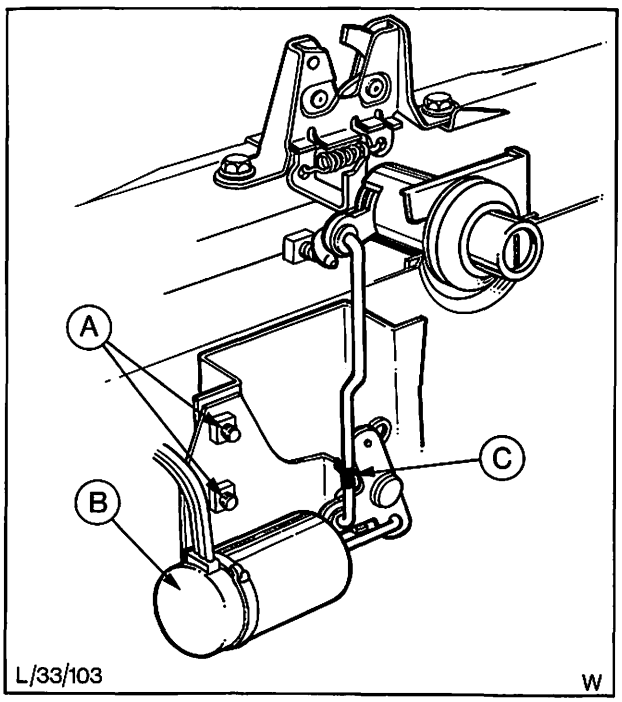

Abb. 42a Kofferraumdeckelschloß und Magnetschalter
2. Befestigungsschrauben (2) – Magnetschalter an Schloßträger – entfernen, Abb. 42a.